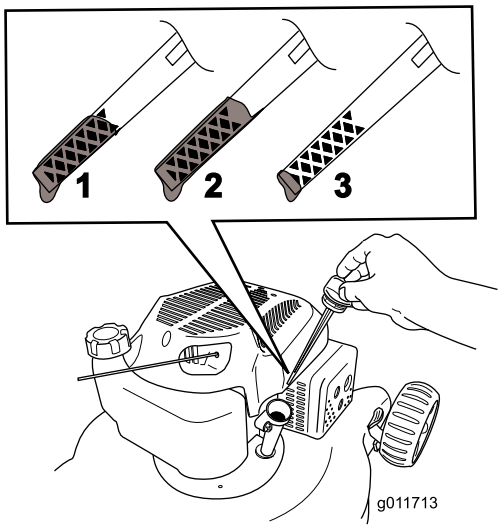

Figuur 4
2. Verwijder de peilstok (Figuur 4).
3. Giet **langzaam** olie in de vulbuis. Wacht een paar minuten en controleer het oliepeil met de peilstok door de peilstok schoon te vegen en in de vulbuis te steken **zonder deze vast te schroeven** (Figuur 4).
Opmerking: Vul het carter van de motor met olie tot u een correct oliepeil afleest op de peilstok zoals getoond in Figuur 4. Als u te veel olie in de motor hebt gedaan, moet u dit aftappen zoals wordt uitgelegd onder De motorolie verversen.